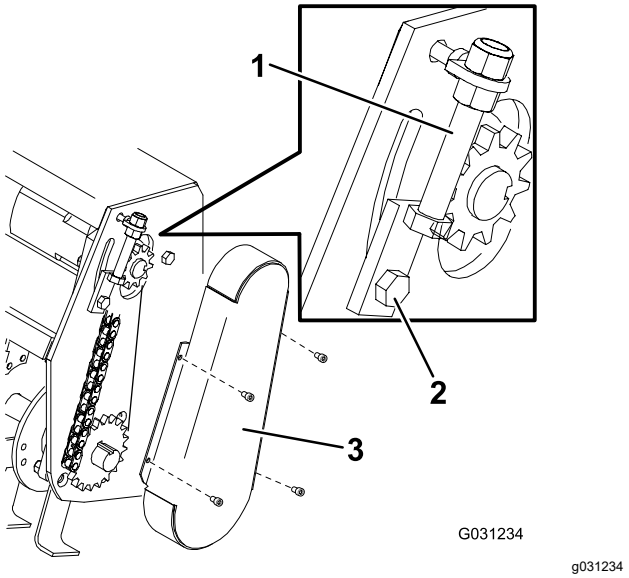

Figure 6
3. Déposez le couvercle de la chaîne d'entraînement (Figure 6).
4. Desserrez les 2 boulons de la plaque de montage du moteur hydraulique (Figure 6).
5. Au moyen du boulon de réglage, déplacez le moteur hydraulique vers le haut pour tendre la chaîne d'entraînement (Figure 6).
6. Une fois la chaîne correctement tendue, serrez le boulon de réglage et les boulons de la plaque de montage du moteur hydraulique (Figure 6).